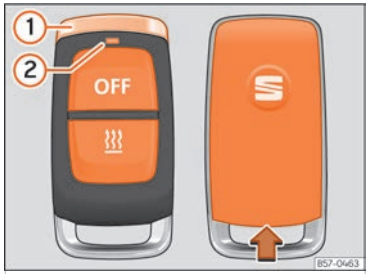

Fig. 96 Calefacció independent: comandament a distància per radiofreqüència.
Quan es premen les tecles, el LED del comandament a distància ››› **fig. 96** ② ofereix a l'usuari informació diversa:
- Subjectar el comandament a distància amb el passador cromat ››› fig. 96 ① en posició vertical cap amunt.
- Introduïu una eina adequada, p. ex. un tornavís, en el sentit de la fletxa a l'escletxa de la carcassa del comandament a distància ››› fig. 96.
- Desplaceu la tapa en el sentit contrari al de la fletxa fins que encaixi ››› fig. 96.